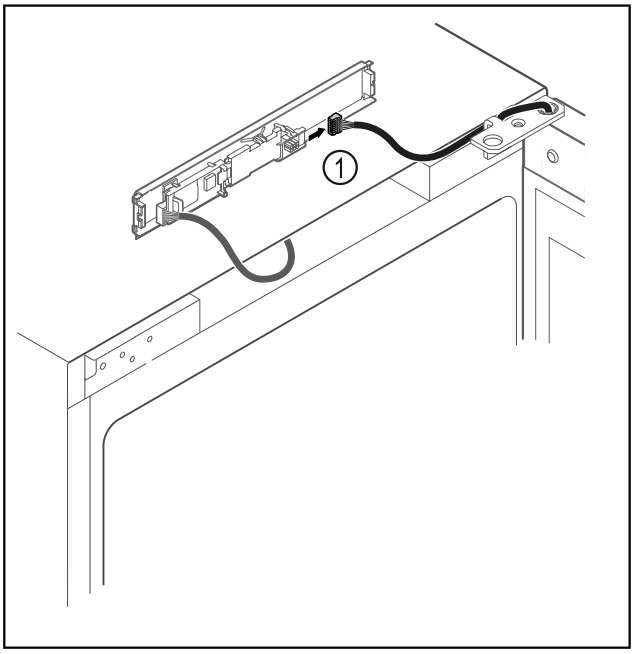

Fig. 7
▶ Scoateți fișa *Fig. 7 (1)* de la placa electronică.